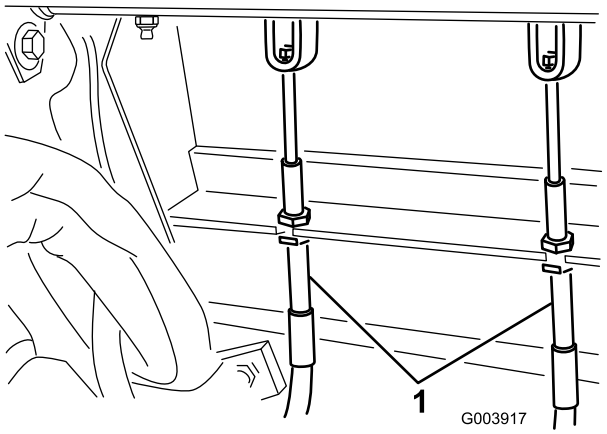

**Figuur 68**
2. Om de speling op de rempedalen te verkleinen, draait u de remmen vast. Draai hiervoor de voorste moer op het draadeinde van de remkabel los (Figuur 68).